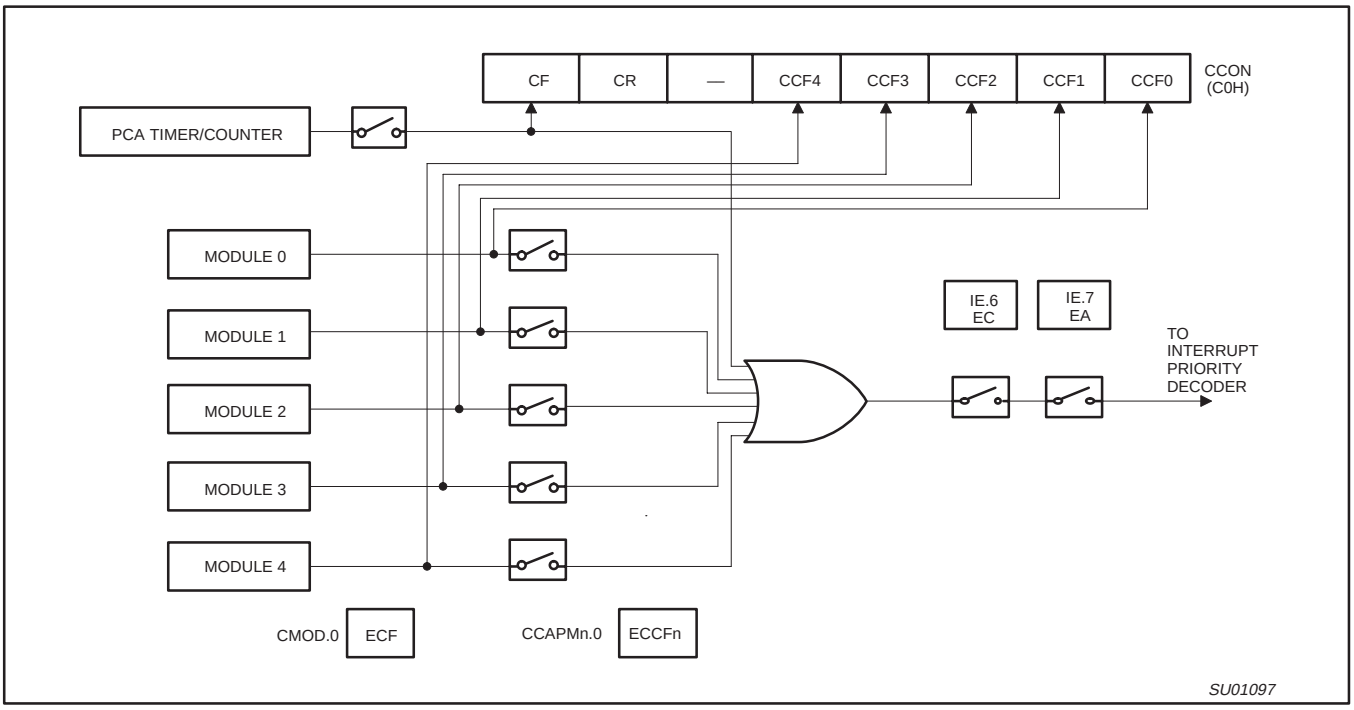

Figure 27. PCA Interrupt System
The CCON SFR contains the run control bit for the PCA and the flags for the PCA timer (CF) and each module (refer to Figure 29). To run the PCA the CR bit (CCON.6) must be set by software. The PCA is shut off by clearing this bit. The CF bit (CCON.7) is set when the PCA counter overflows and an interrupt will be generated if the ECF bit in the CMOD register is set, The CF bit can only be cleared by software. Bits 0 through 4 of the CCON register are the flags for the modules (bit 0 for module 0, bit 1 for module 1, etc.) and are set by hardware when either a match or a capture occurs. These flags also can only be cleared by software. The PCA interrupt system shown in Figure 27.